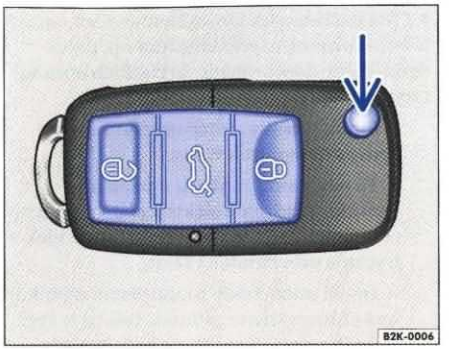

Rys. 25 Przyciski w kluczyku z pilotem
– Nacisnąć przycisk w kluczyku z pilotem 🔒 ⇒ strona 40, rys. 25.
Jeżeli przycisk 🔒 ⇒ strona 40, rys. 25 będzie często naciskany poza zasięgiem działania, samochodu nie będzie już można otworzyć ani zamknąć kluczykiem z pilotem. Kluczyk z pilotem należy wtedy zsynchronizować ponownie. ▶
– W kluczyku z pilotem nacisnąć przycisk [🔓] ⇒ rys. 25, aby odblokować wszystkie drzwi i pokrywę tylną.
Przyciskiem w kluczyku ⇒ rys. 25 (strzałka) odblokowuje się ostrze kluczyka.
Po obróceniu kluczyka w zamku drzwi kierowcy w kierunku otwierania albo po jednokrotnym naciśnięciu przycisku 🔒 ⇒ strona 40, rys. 25 w kluczyku z pilotem, następuje odblokowanie samych drzwi kierowcy.
– Rozłożyć ostrze kluczyka, naciskając przycisk ⇒ strona 40, rys. 25 (strzałka).